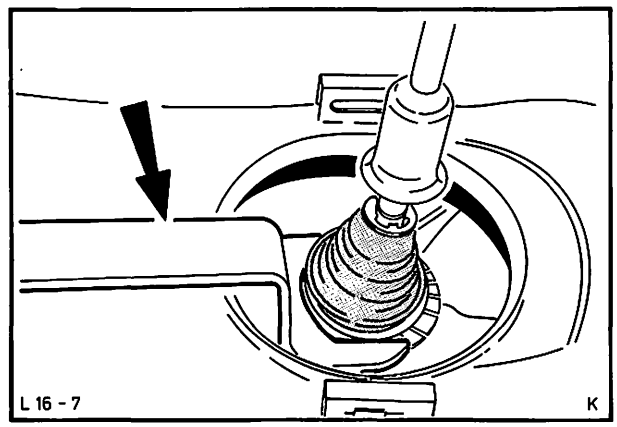

Abb. 9 Kugelkappe – Schalthebel mit Werkzeug 16-026 lösen
3. Manschette – Schalthebel entfernen, Kabelstrang vom Rückfahrscheinwerfer trennen. Kugelkappe entsichern und anschließend mit Werkzeug 16-026 abschrauben, Abb. 9. Schalthebel herausnehmen.